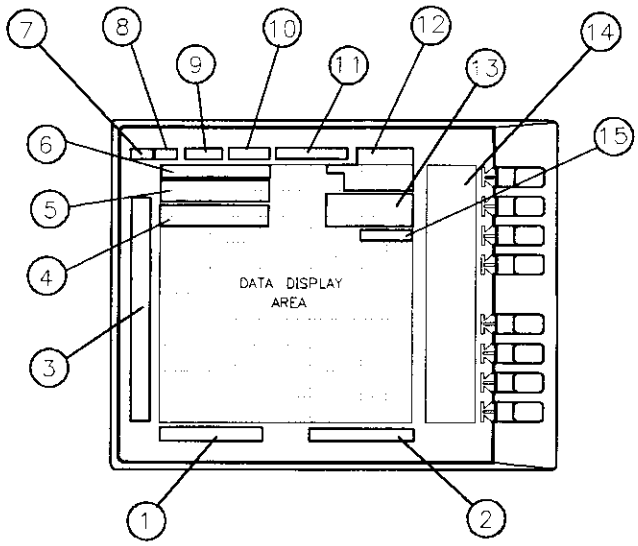

Figure 1-2. Analyzer Display (Single Channel, Cartesian Format)
2. **Display.** This shows the measurement data traces, measurement annotation, and softkey labels. The display is divided into specific information areas, illustrated in Figure 1-2.
Figure 1-2 illustrates the locations of the different information labels described below.
In addition to the full-screen display shown in Figure 1-2, a split display is available, as described in the "Making Measurements" chapter. In the split display mode, the analyzer provides information labels for each half of the display.